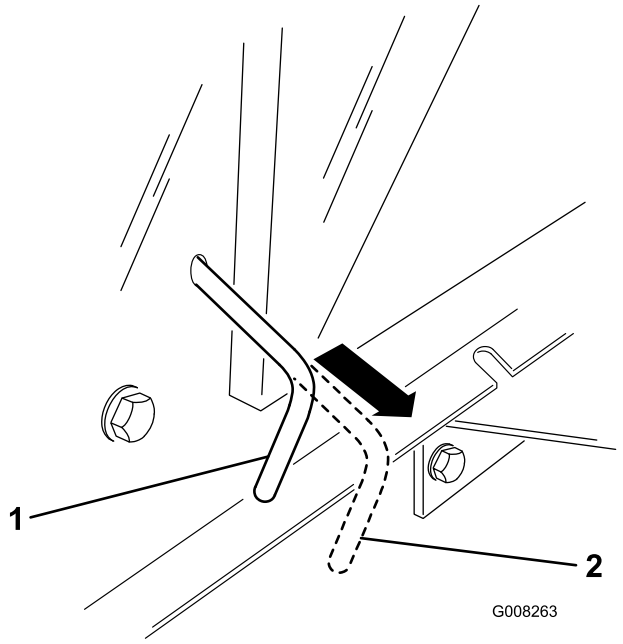

Figur 16
Bemærk: Herved frakobles drivsystemet, så hjulene kan rotere frit (Figur 16).
2. Skub kørselsgrebet ind til driftsstilling (Figur 16) for at aktivere drivsystemet.